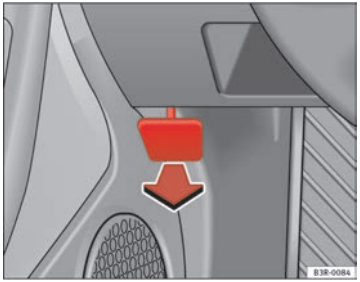

Fig. 164 Detail of foot-well area on driver side: lever for unlocking the bonnet.
– To release the bonnet, pull the lever under the dash panel ⇒ fig. 164 in the direction indicated (arrow).